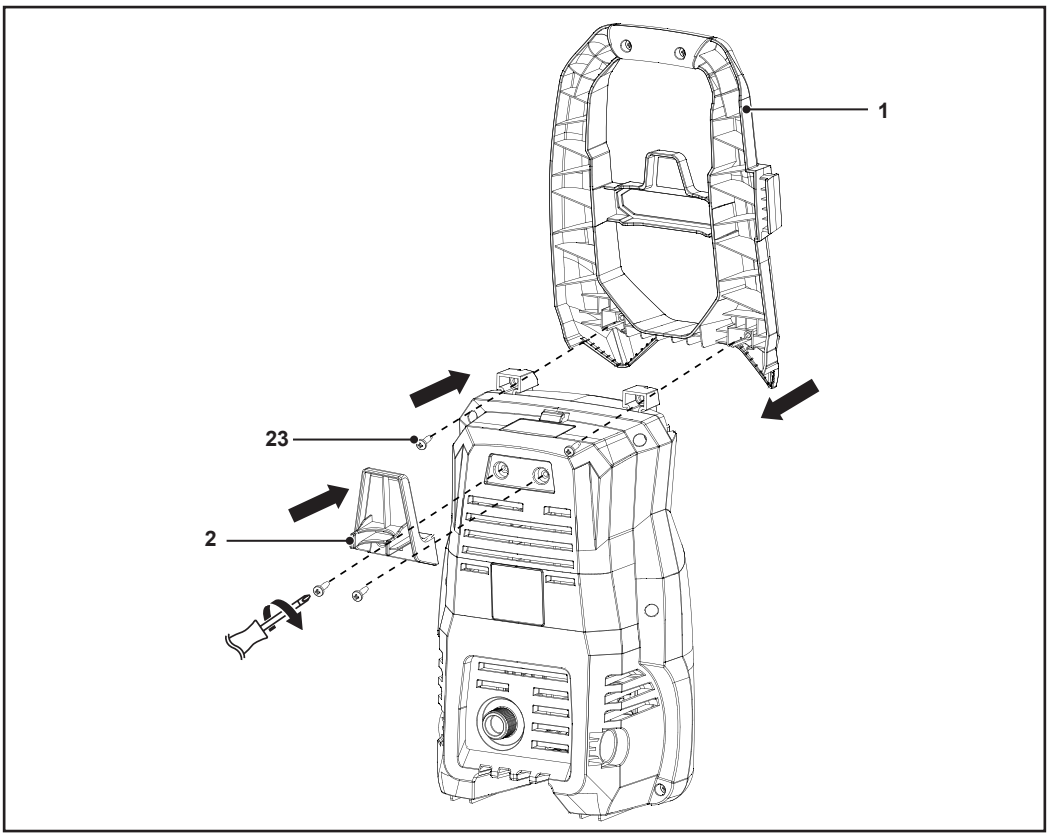

Fig. 1
1. Folosește cele 4 șuruburi (23) pentru a fixa mânerul (1) și cârligul pentru cablul de alimentare (2) pe aparat (fig. 1).